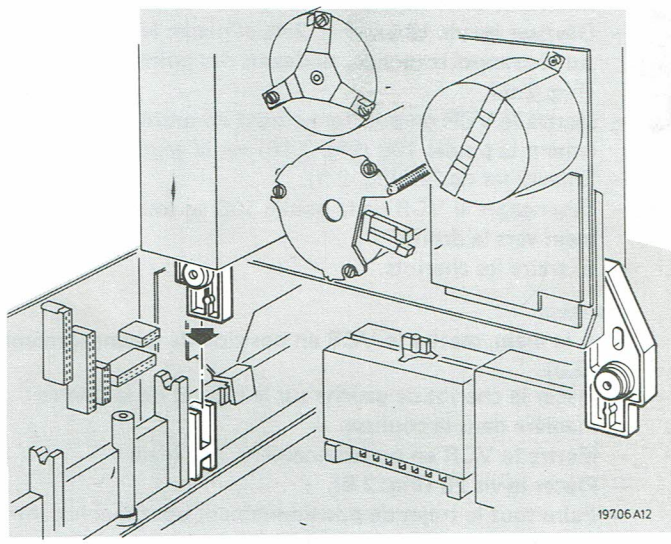

Fig. 2.5
- Placer le mécanisme en position de "service" (Fig. 2.5.).
- Placer le mécanisme en position de service (Fig. 2.5.).